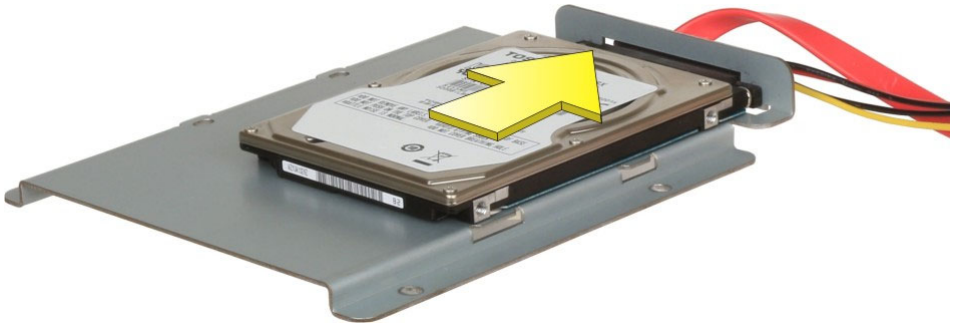

Figure 3-6: Connecting the Hard Drive to the HDD Bracket
Step 3: **Attach the hard drive to the bracket**. To do this, slide the hard drive onto the bracket until it connects with the SATA connector at the back (**Figure 3-6**).